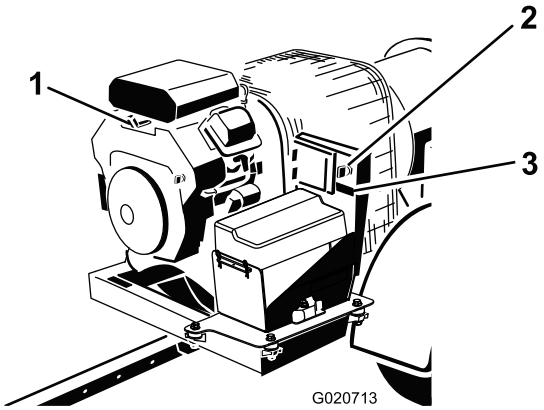

Rysunek 10
3. Przekręć kluczyk zapłonu w pozycję ROZRUCH, a następnie szybko zwolnij, aż powróci do pozycji ZAPŁON (Rysunek 10). Spowoduje to uaktywnienie się odbiornika.
4. Przy opuszczaniu maszyny przekręć kluczyk w pozycję WYŁ. i wyjmij go z wyłącznika zapłonu (Rysunek 10).